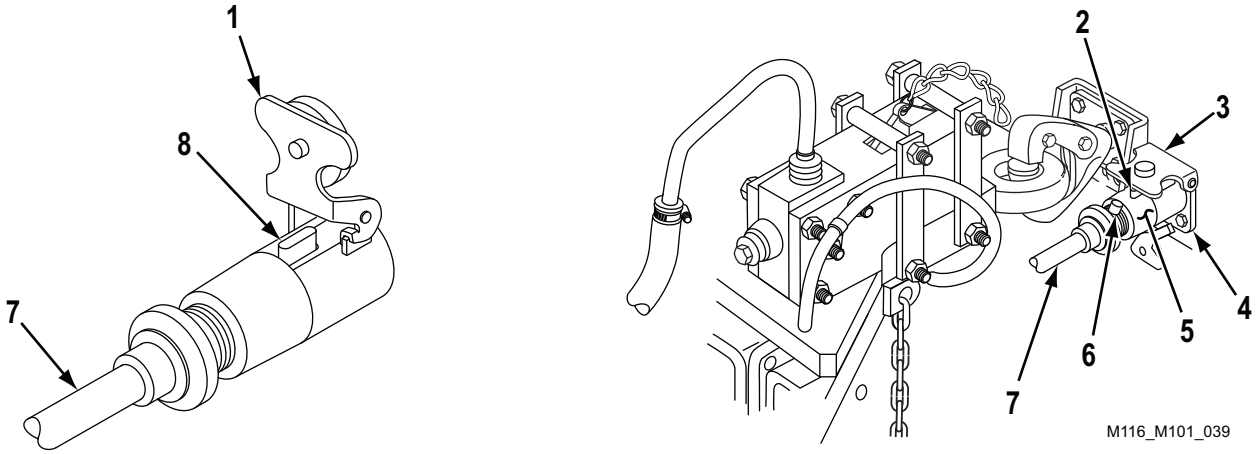

Figure 11. Intervehicular Cable Installation.
11. Open latch cover (Figure 11, Item 1) of intervehicular cable (Figure 11, Item 7) and push latch (Figure 11, Item 8) to hold latch cover (Figure 11, Item 1) open.
12. Lift receptacle cover (Figure 11, Item 3) of prime mover. Push plug (Figure 11, Item 5) of intervehicular cable (Figure 11, Item 7) all the way into prime mover receptacle (Figure 11, Item 4). Release receptacle cover (Figure 11, Item 3). Make sure tab (Figure 11, Item 2) rests in slot (Figure 11, Item 6).